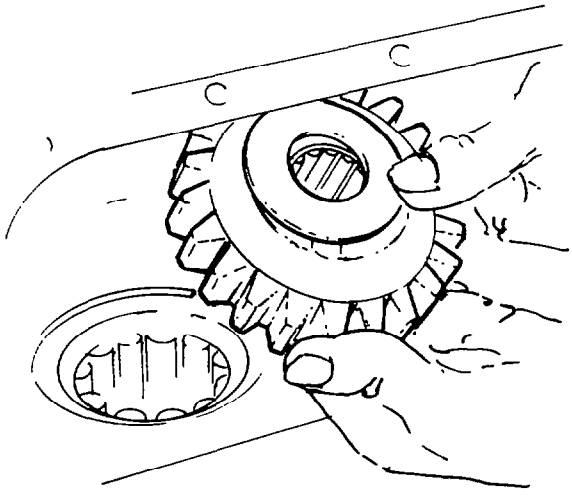

Fig. 187 — Removing Idler Gear, Thrust Washers and Bearing
c. Remove the idler gears, bearings, thrust washers, and reverse gear from case (see fig. 187).